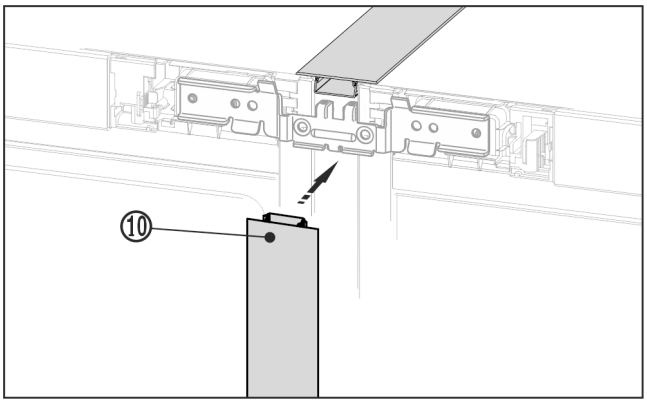

*Fig. 23 **
▶ On the front, press the long cover strip *Fig. 23 (10)* into the vertical gap. Ensure that the strip rests on the connecting plate.*